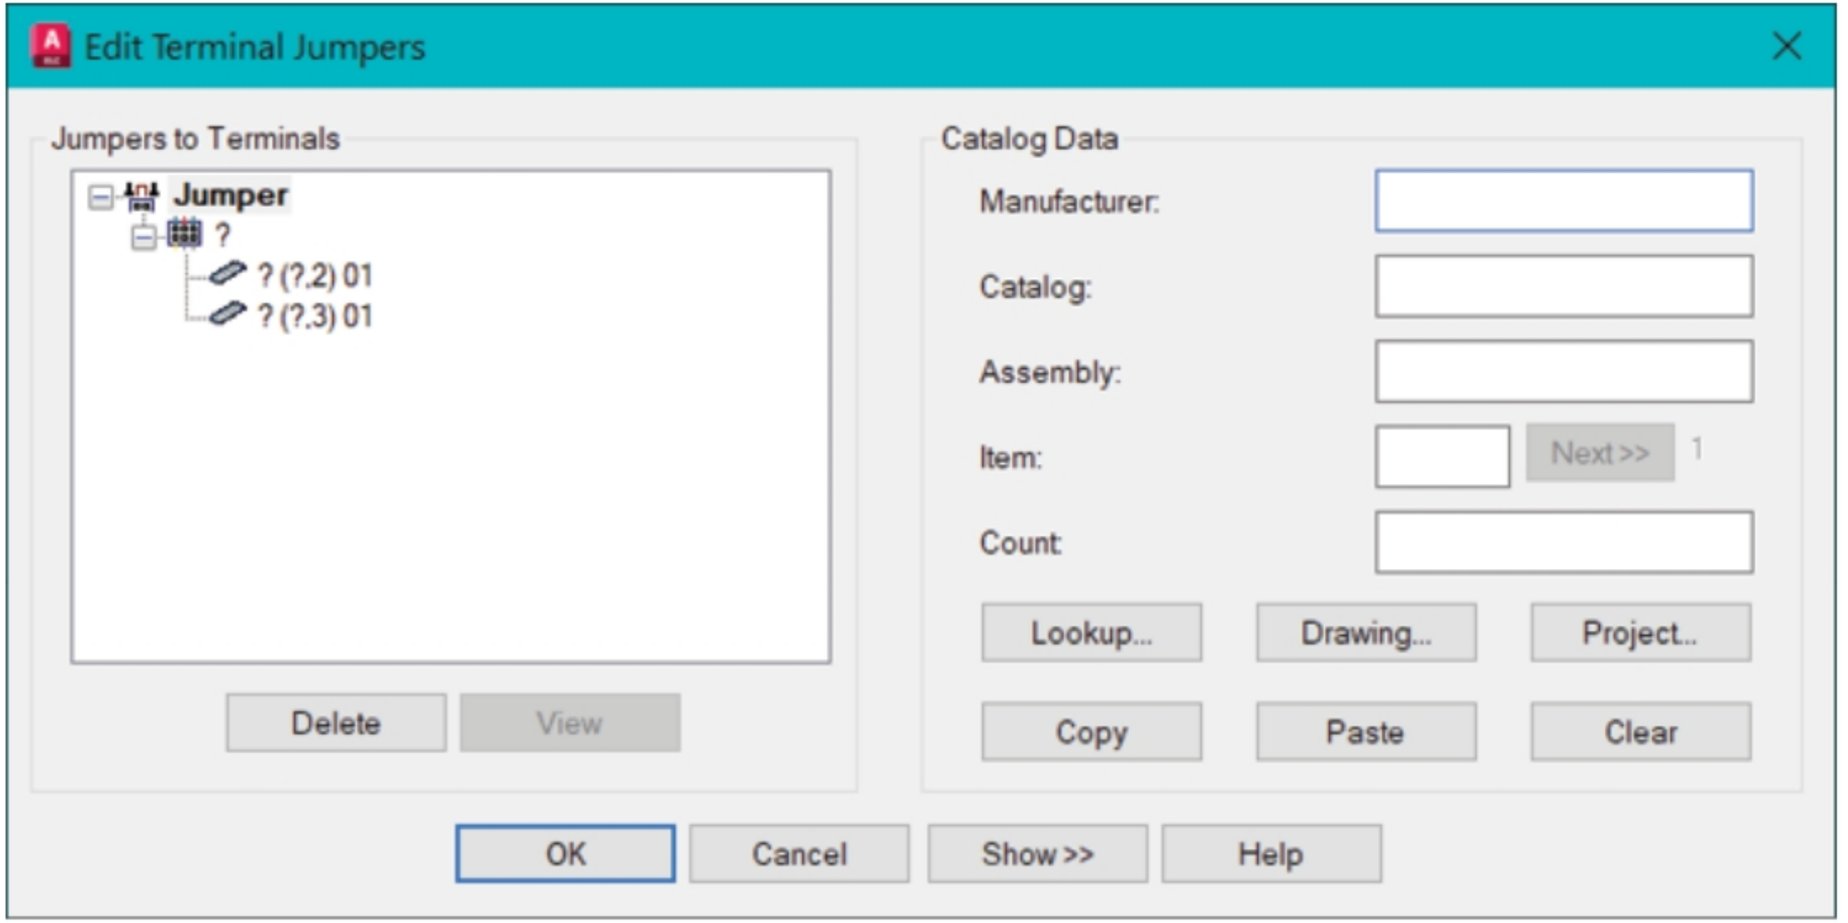

Figure-25. Edit Terminal jumpers dialog box
- Click on the **Edit** button to specify the manufacturer details. The **Edit Terminal Jumpers** dialog box will be displayed; refer to Figure-25.
box will be displayed; refer to Figure-25.